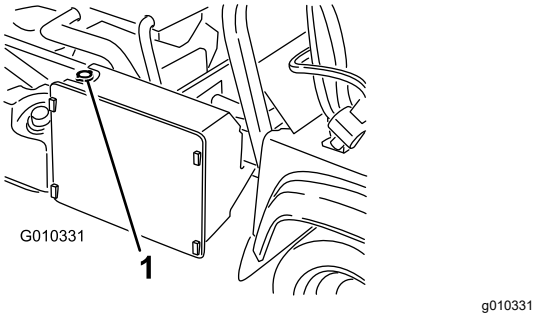

Bild 54
3. Nehmen Sie den Kühlerdeckel ab (Bild 54).
4. Nehmen Sie den Deckel des Überlaufgefäßes ab (Bild 54).
7. Füllen Sie den Kühler auf und schrauben Sie den Deckel auf (Bild 54).